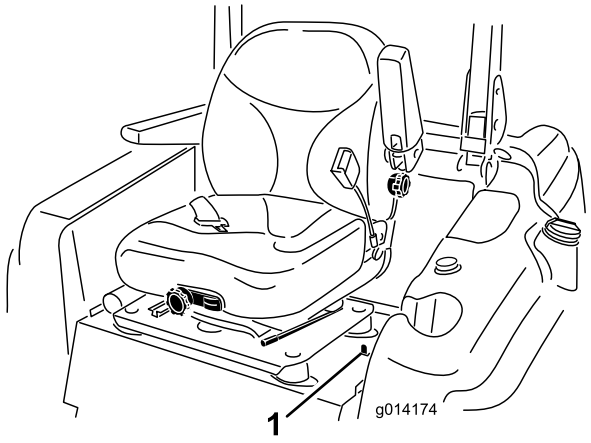

Figur 1
4. Flytt setets sperrehake på venstre side av setet bakover for å låse opp setet og dra det fremover fra toppen av setet til setelåsen låser støtteseteplaten (Figur 1).